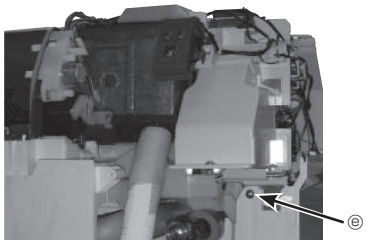

Fig. 6-7
⑨ Remove the screw of the electrical box. (Fig. 6-7)